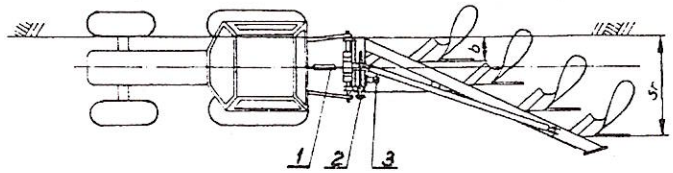

Rys. 4 Wstępna regulacja pługa.
- sprawdź wstępne wypoziomowanie pługa w kierunku podłużnym. Regulacji dokonuje się za pomocą górnego łącznika ciągnika **(poz. 1 Rys.4).**
- opuść pług nie opierając go całym ciężarem o podłoże. Wrzecionem regulacji poprzecznej **(poz. 2 Rys.4)** przesuwając ramę względem wieszaka ustaw szerokość pierwszego korpusu (odległość od ściany wewnętrznej opony do linii płozu pierwszego korpusu);